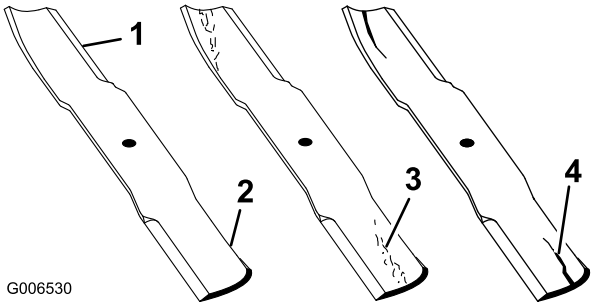

**Figuur 84**
1. Controleer de snijranden (Figuur 84). Als de snijranden niet scherp zijn of inkepingen vertonen, moet u de messen verwijderen en deze slijpen. Zie De maaimessen slijpen (bladz. 64).
2. Controleer de messen, met name het gebogen deel (Figuur 84). Als u beschadiging, slijtage of groefvorming in dit deel constateert (Figuur 84), moet u het mes direct vervangen.